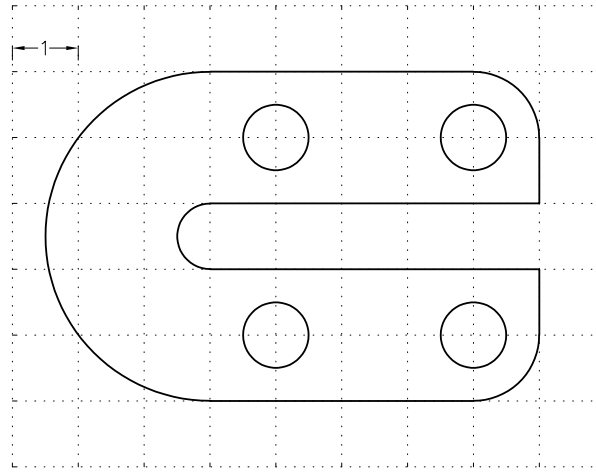

Figure 3-12 *Drawing for Exercise 3*
b. Draw the profile shown in Figure 3-12. Create the curves by using the **Start, End, Direction** tool. The distance between the dotted lines is 1.0 unit and the diameter of the circles is 1 unit.